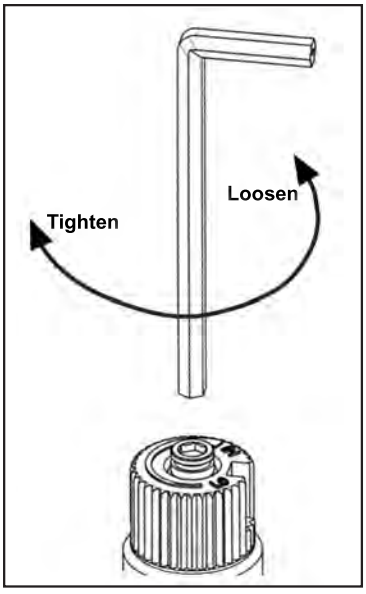

Figure 11: Removing valve screw.
b) Insert a 5/32" or 4 mm Allen wrench into the hexagonal key-way of the screw (see Figure 11), rotate it counter-clockwise until it is free and extract it.
e) Using the Allen wrench as shown in Figure 11, rotate the screw clockwise until a torque of 9 inch lbs. **WARNING!** Do not over tighten the screw. It is recommended that you grip the wrench by the short side.